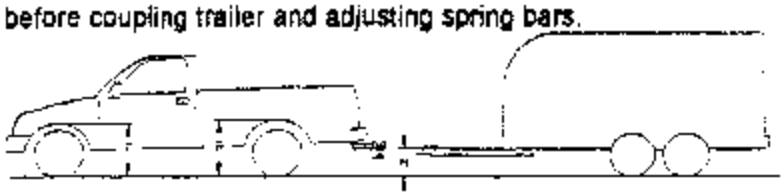

Figure 3
Lower the trailer hitch onto the hitch ball. Then close the locking lever and insert safety pin. (See Fig. 3)
3. Measure and record uncoupled height on front and rear wheel openings to pavement and level trailer coupler height [See figure 3].